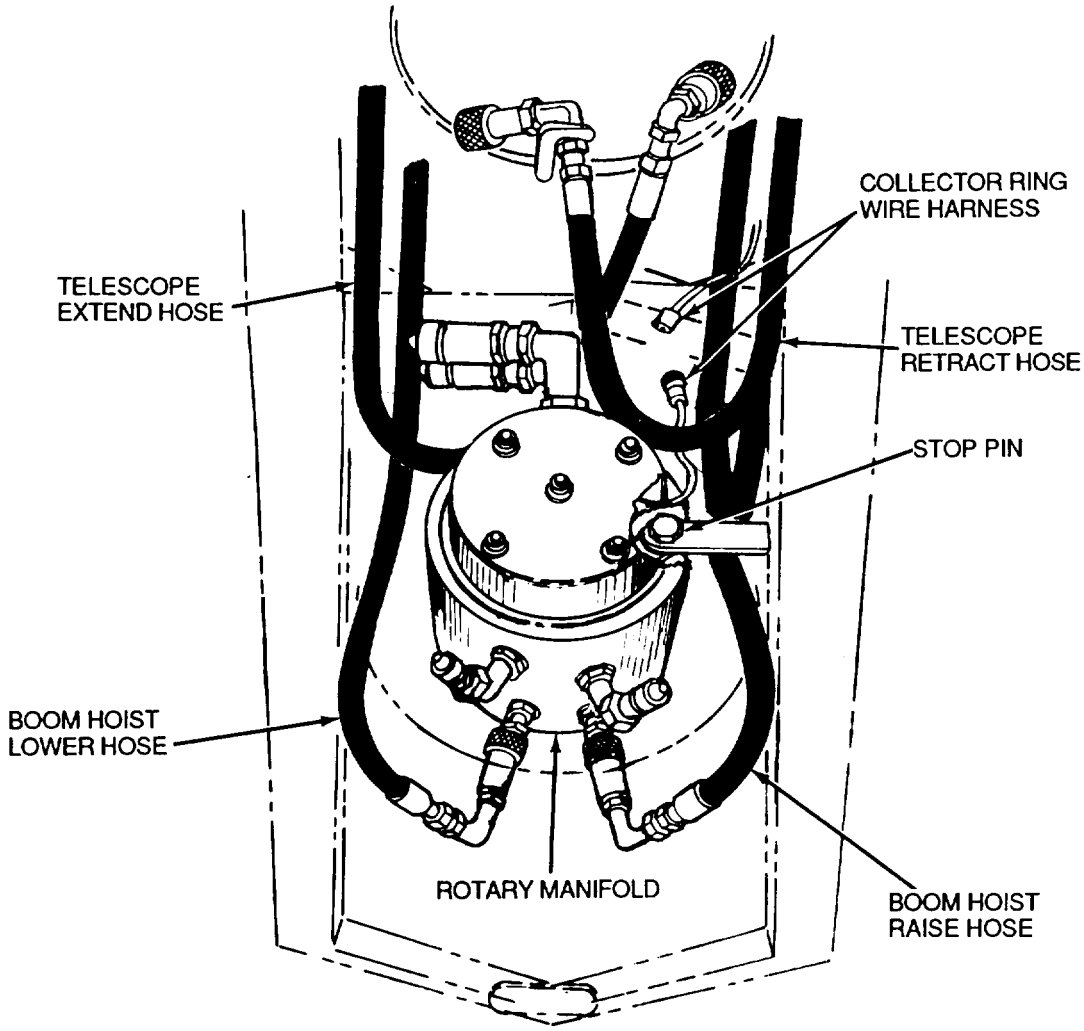

Figure 5-40 *Rotary Manifold Hoses*
d. Remove stop pin and lockwasher from tool box and install in upperstructure torque arm bracket. Make sure end of stop pin goes down through ear on side of rotary manifold. Tighten stop pin with a 36 mm socket and breaker bar (Figure 5-40).